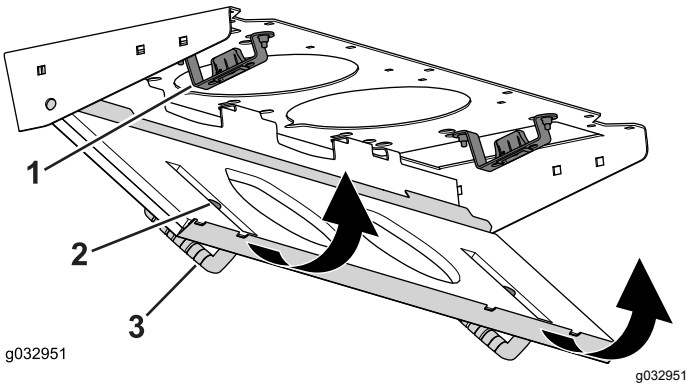

Figuur 149
4. Kantel het filterscherm rond de nokken totdat de vergrendeling aangrijpt in de grendelplaat (Figuur 149).